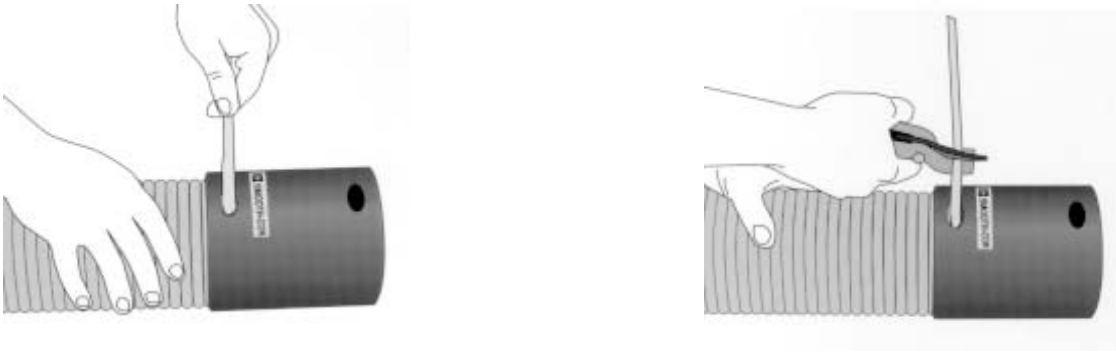

Figure 25
5. Insert the Key-Lock™ strip following the directional arrow into the pre-drilled hole in the coupler. Apply a small amount of lubricant to aid in the insertion. Push the Key-Lock™ strip (in the direction of the arrow on the label) around the entire circumference, locking the grooves in the conduit and coupler securely together. Trim the excess Key-Lock™ strip material from the coupler (optional). See Figure 25 below.